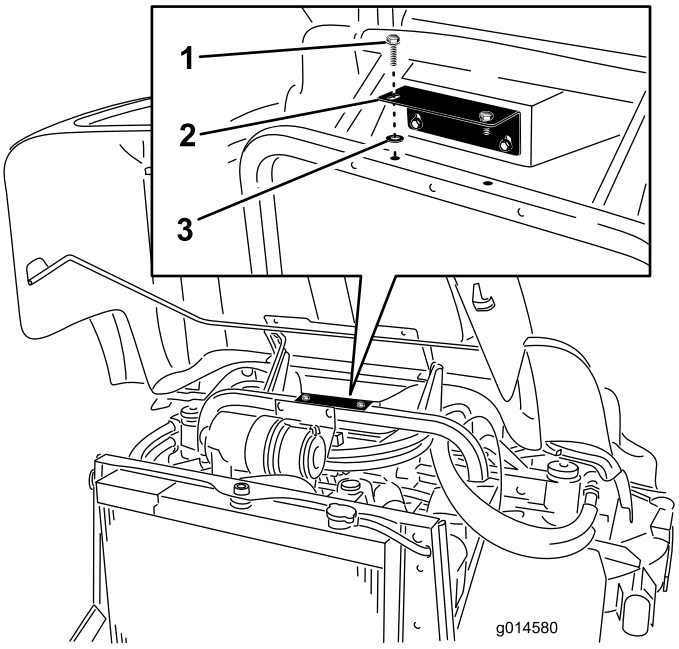

Figura 1
3. Rimuovete i (2) bulloni a testa flangiata che fissano la staffa di supporto del vano portaoggetti al telaio (Figura 1).